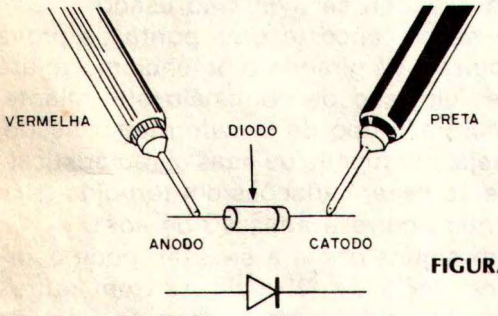

FIGURA 7
b) Prova de diodos: neste caso basta fazer duas operações. Inicialmente ligamos a ponta de prova vermelha ao anodo e ponta de prova preta ao catodo do diodo em prova (figura 7). Girando-se o potenciômetro deve-se obter uma posição em que o mesmo oscila normalmente emitindo seu som característico. Fazendo em seguida a inversão de posição das pontas de prova, e ajustando-se o potenciômetro, não se deve obter oscilação em nenhuma de suas posições.